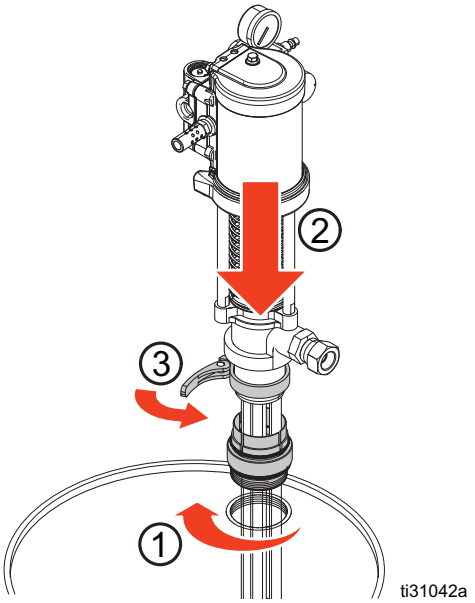

FIG. 9
6. Kontrollera att packningen sitter på plats och skruva säkert in tapphålsadaptern i fatets tapphål (1). För in pumpen genom adaptern (2) och lås den på plats (3). Se FIG. 9.